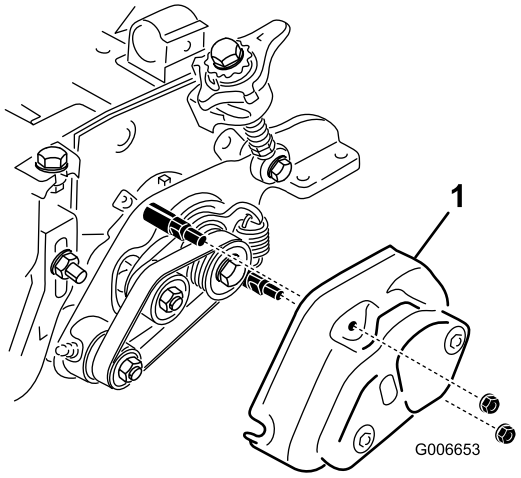

Figure 13
24. Posez le couvercle du groomer et fixez-le avec (2) écrous à embase (5/16 po) (Figure 13).